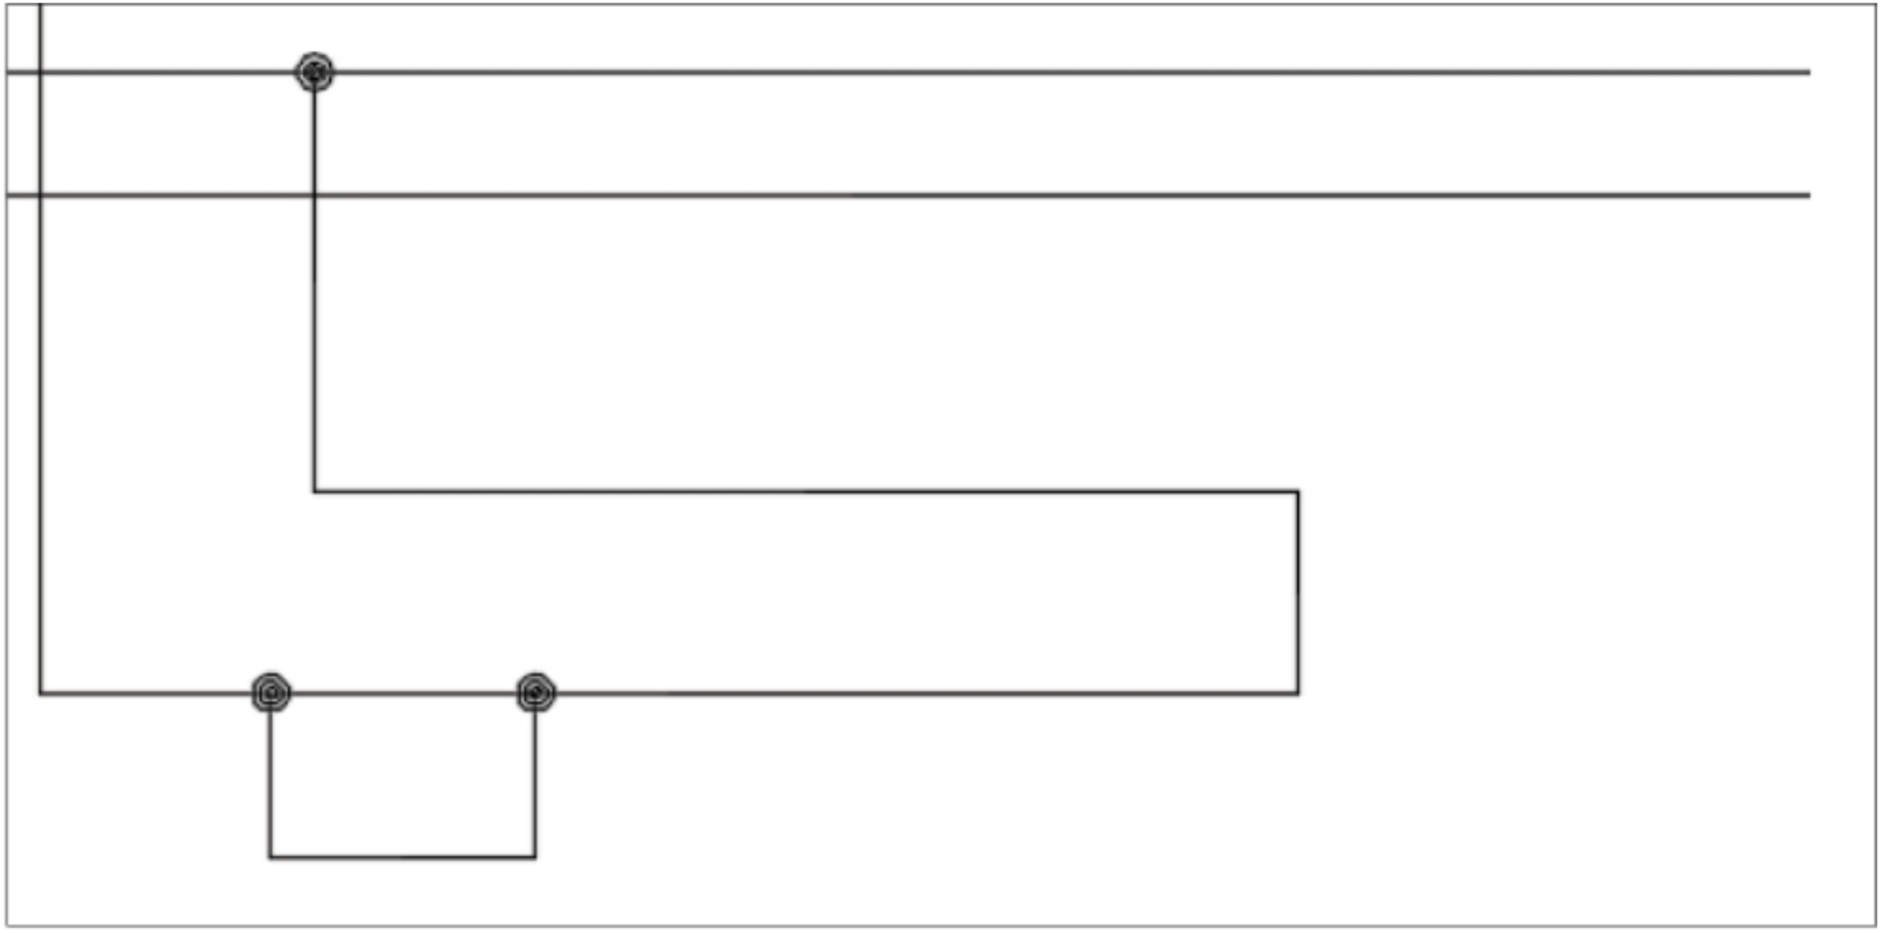

Figure-8. Complete wiring for current circuit
- Click to specify the next point. Similarly, create all the wires of the circuit; refer to Figure-8.